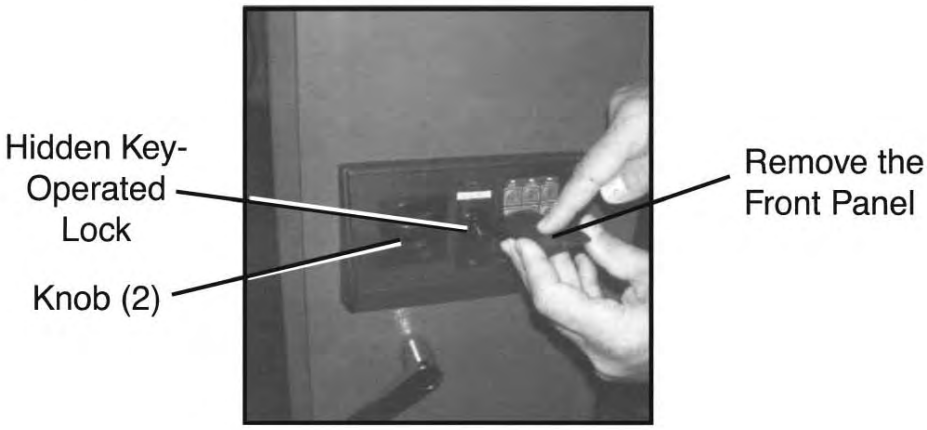
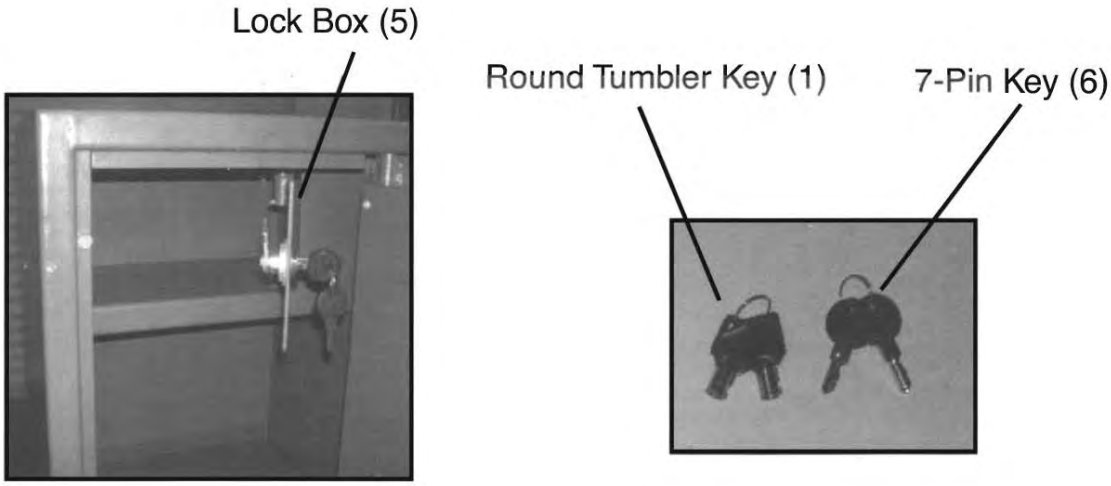

Figure 6
Figure 7
1. If you forget your Code, do not worry-all hope is not lost. Your Safe comes with emergency keys (1). To override the electronic Locking Device, detach the Front Panel from the Safe, using a Phillips Screwdriver (not provided) as shown in ***Figure 6.***
2. Gently remove the Panel to reveal the Hidden Key-operated Lock (***See Figure 6***). Insert Round Tumbler Key (1) into the Hidden Key-Operated Lock and turn. Turn Knob (2) and Handle (11) and pull Door open. ***See Figure 7 for identication of keys.***
3. There is a Lock Box (5) inside the safe. Use the 7-Pin Key (6) to open and close the Lock Box. ***See Figure 7.***